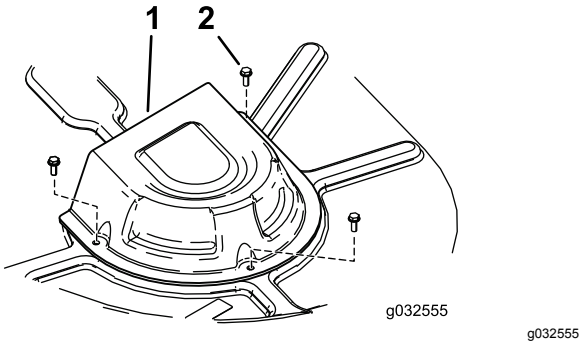

Figur 68
4. Fjern remskivens deksler (Figur 68).
8. Monter remskivens deksler (Figur 68).